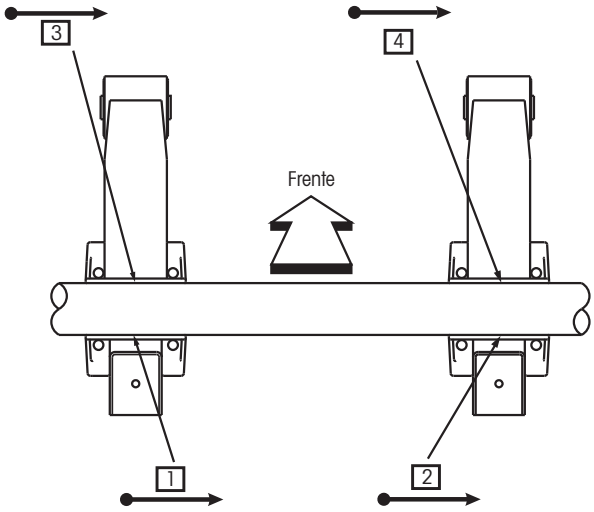

Figura 35. Secuencia de soldadura base
1. Inicie por la parte trasera de la conexión del asiento/eje, coloque cuatro pasadas de soldadura sencilla base (Figura 35).